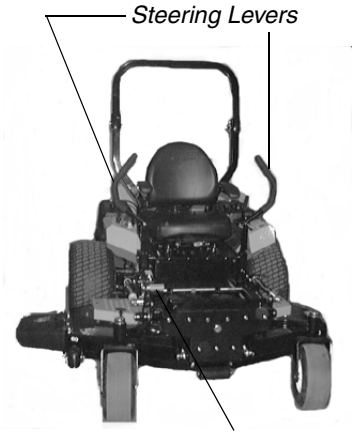

Figure. 3
3. **Left and Right Steering Levers:** (See Figure 3.) These hinged levers open out to the side in any position to permit the operator to be seated or to leave the mower's seat. The operator, when seated, can pull the levers up to the operating position, a comfortable forearm's length away. These levers control all of the movements of the mower. Pushing both levers forward causes the mower to move forward. Pulling both levers back causes the mower to move backward. Pushing one lever ahead of the other lever causes the traction wheel on the side where the lever is ahead to rotate faster than the other traction
6. **Foot Pedal Lift:** (See Figure 3.) Located on the right front corner of the mowing deck. A two pedal mechanism is provided whereby one pedal (first) is used to raise, to momentarily hold the implement at a desired height (if needed), and to latch it in the transport or maximum height setting. A second pedal is used to unlatch the mechanism from the transport or maximum height setting, to lower, or to momentarily hold the implement at a desired height. The pedals can also be used in conjunction with each other when the upper portion of a foot activates the first pedal to raise the implement, and the lower portion of the foot (heel) activates the second pedal to release the latch. This provides a hands-free operation with the exception of when an implement height change is required. For changing implement height, at least one hand is required to reposition the pins to provide 1/4” height-of-cut increments.